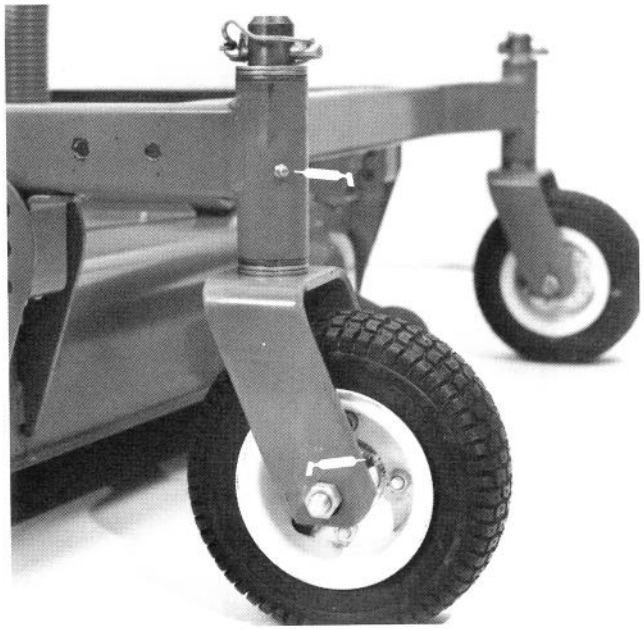
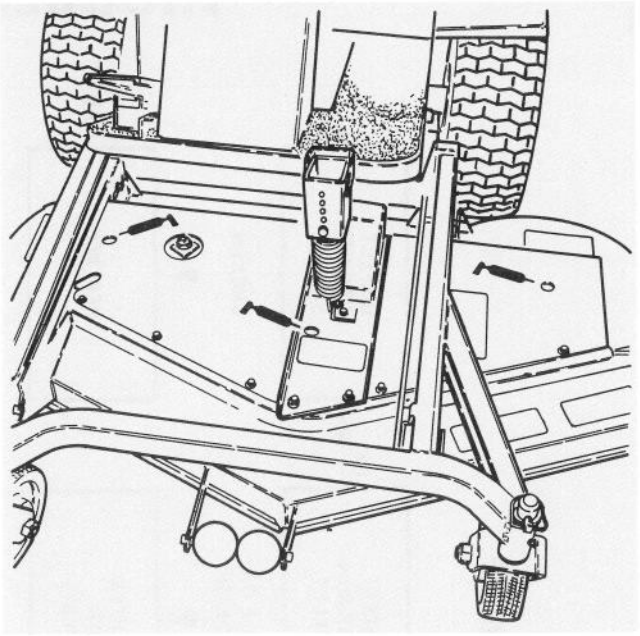
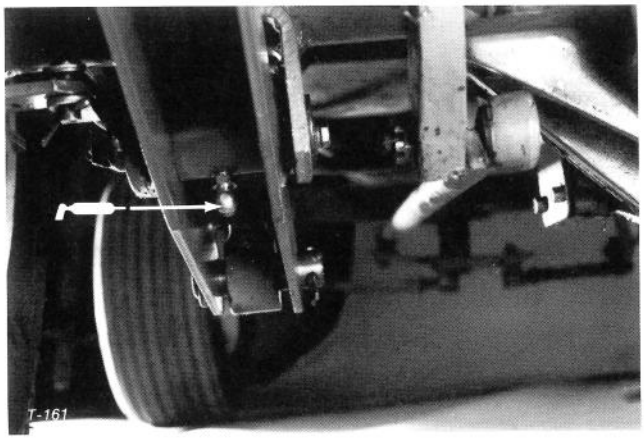

Figure 25
Figure 26
Figure 28
1. The cutting unit has bearings and bushings that must be lubricated, and these lubrication points are: caster spindle bushings (Fig. 25), castor wheel bearings (Fig. 25); blade spindle bearings (Fig. 26) and cutting unit frame pivot bushings (Fig. 28).